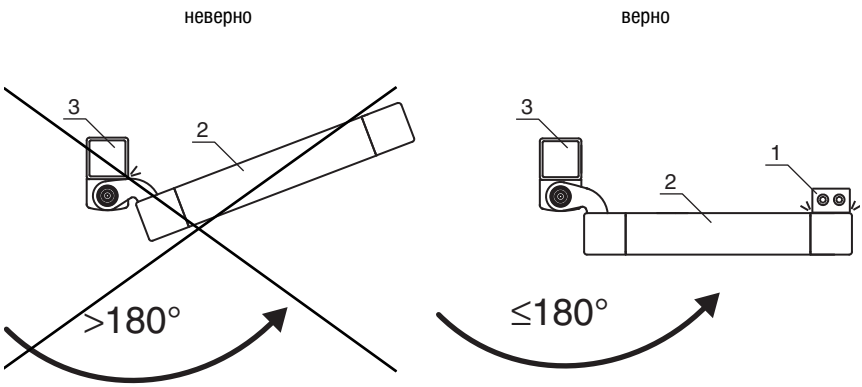

Рис. 6.2: Механический стопор (1) для подвижной части оградительного устройства
- Использовать отдельный механический стопор (см. рис. 6.2).